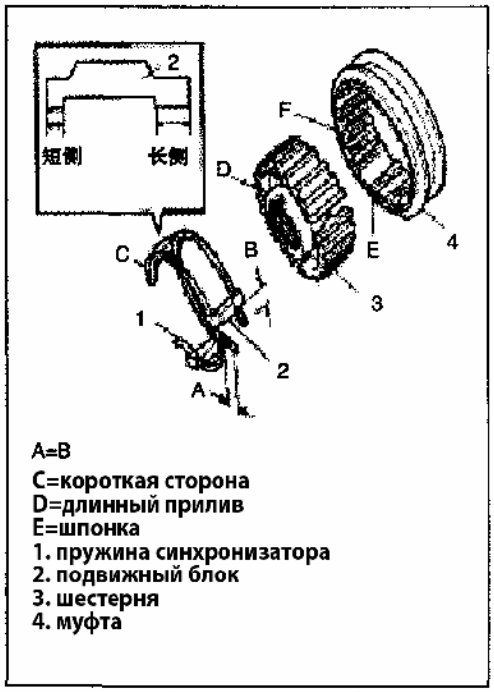

Рис. 407
4) Соберите муфту синхронизатора 5-й передачи, шестерню, подвижный блок и пружину (Рис. 407).